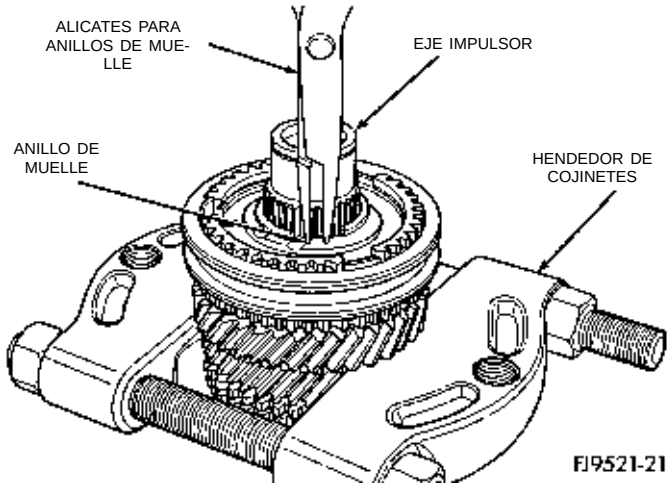

Fig. 96 Instalación del anillo de muelle del sincronizador de 5ta velocidad
(12) Instale el anillo de muelle del sincronizador de 5ta velocidad (Fig. 96).